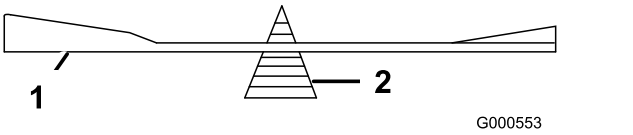

Bild 80
2. Prüfen Sie die Auswuchtung des Schnittmessers auf einer Ausgleichsmaschine (Bild 80).